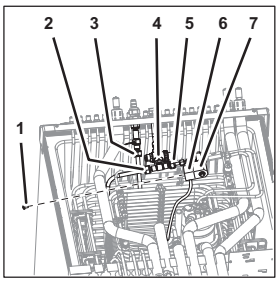

Fig. 57
1. Disconnect the plug (Fig. 57/6) of the solenoid valve (Fig. 57/7) by removing the fastening bolt (Fig. 57/1).
2. Disconnect the water input line on the coupling (Fig. 57/5) from the T-fitting of the water inlet pressure reducing valve (Fig. 57/4).
3. Disconnect the pre-cooling coil from the coupling (Fig. 57/2).
4. Disconnect the soda water circulation line (return) from the coupling (Fig. 57/3).
27. Attach the soda water circulation line (return) to the coupling (Fig. 57/3).
28. Attach the pre-cooling coil to the coupling (Fig. 57/2).
29. Attach the water input line on the coupling (Fig. 57/5) to the T-fitting of the water inlet pressure reducing valve (Fig. 57/4).
30. Attach the plug (Fig. 57/6) of the solenoid valve (Fig. 57/7) by removing the fastening bolt (Fig. 57/1).